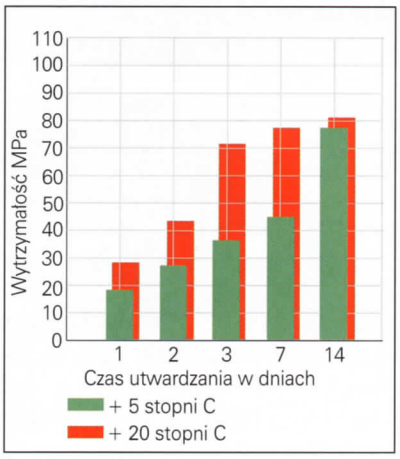

Rys. 2. Przebieg utwardzania betonu żywicowego w temperaturze.
– bardzo szybkie utwardzanie (przykładowy przebieg utwardzania przedstawia rys. 2),